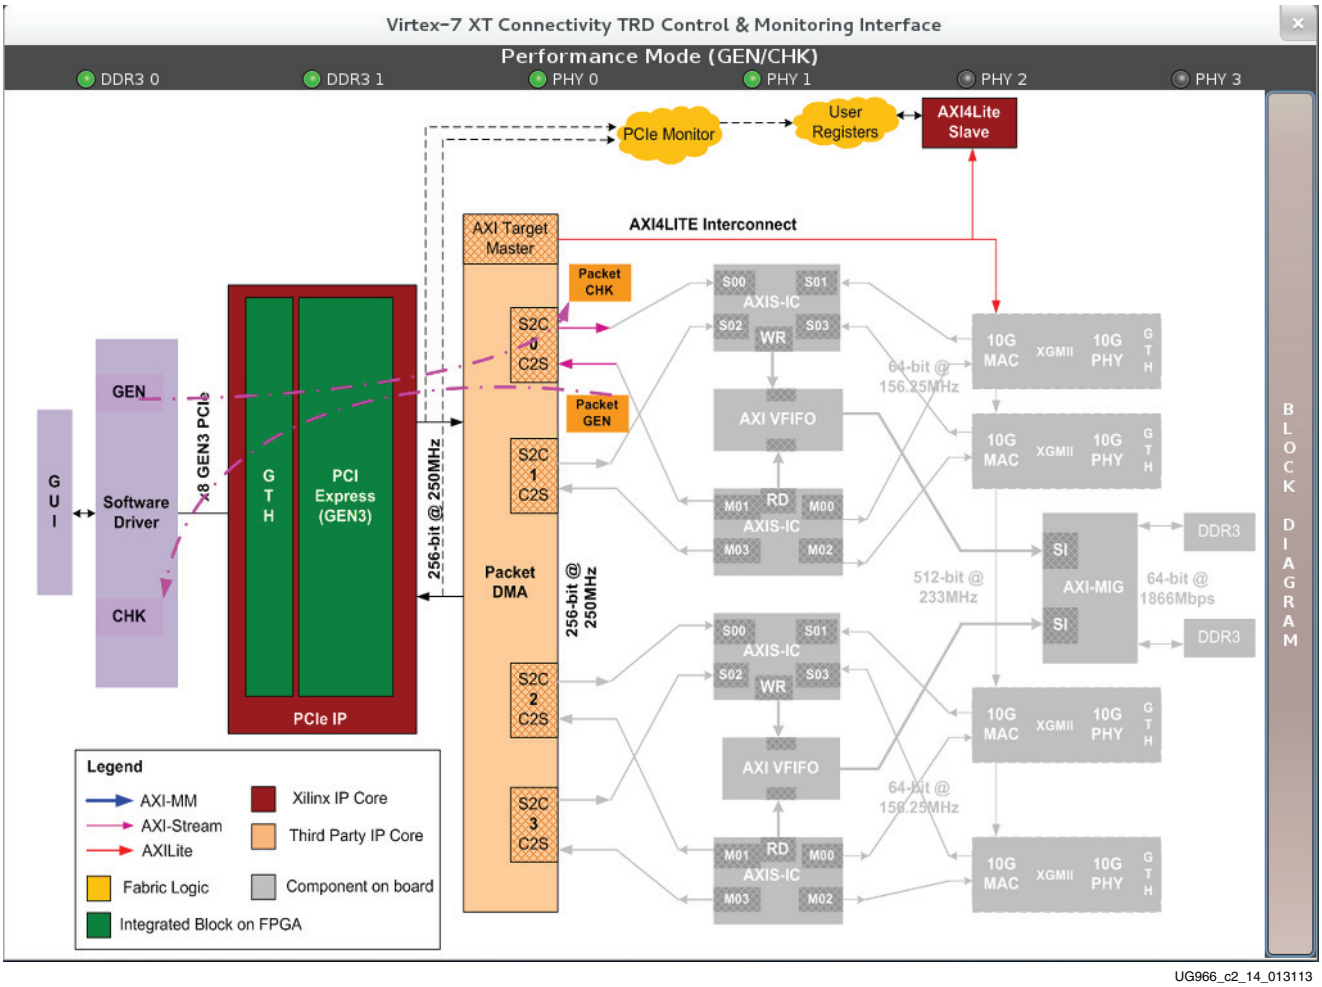

Figure 2-14: **Performance Mode (GEN/CHK) Block Diagram**
6. Click on the **Block Diagram** tab on the right side of the GUI to bring up the block diagram of the TRD with the datapath highlighted for the selected mode. See Figure 2-14.